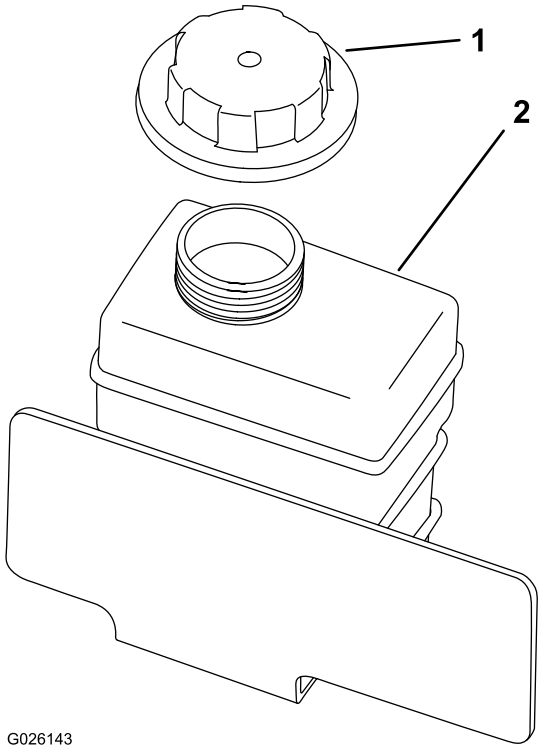

Figura 17
2. Controllate il livello del refrigerante nel serbatoio di riserva (Figura 17).